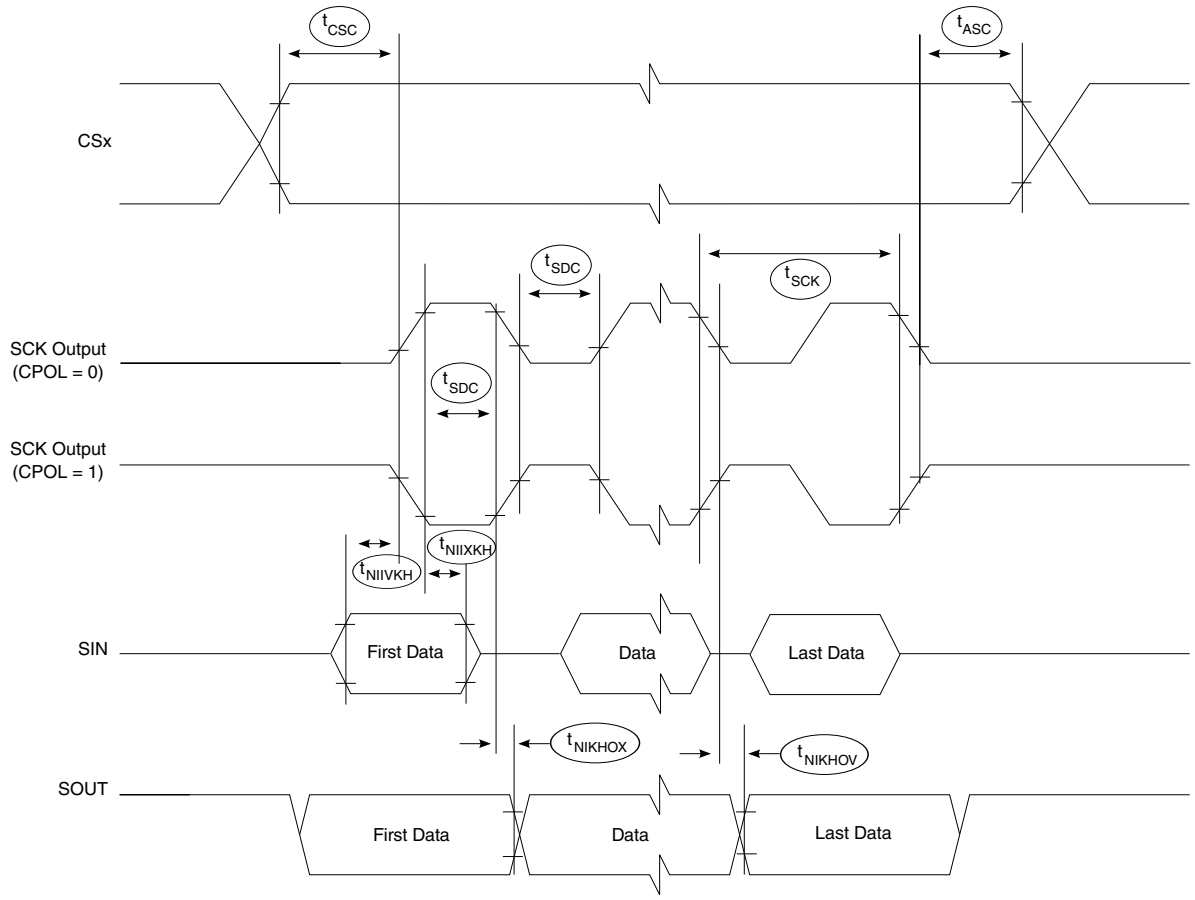

Figure 57. SPI timing master, CPHA = 0
5. See Figure 57. on page 159.